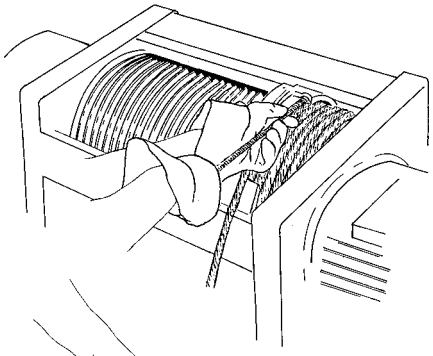
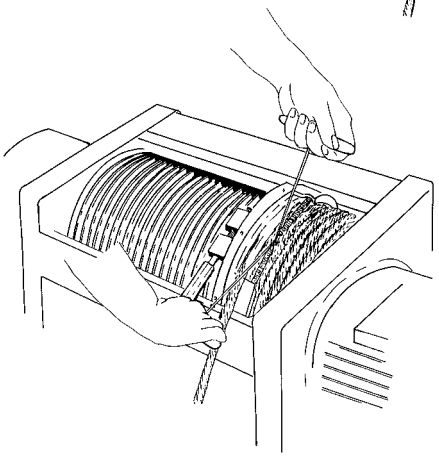
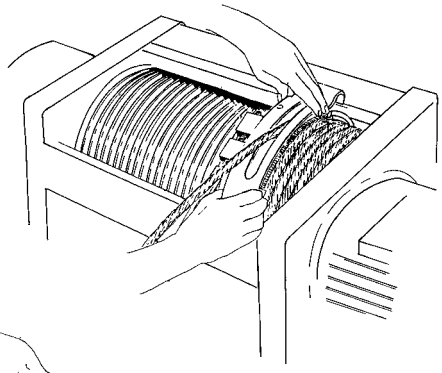
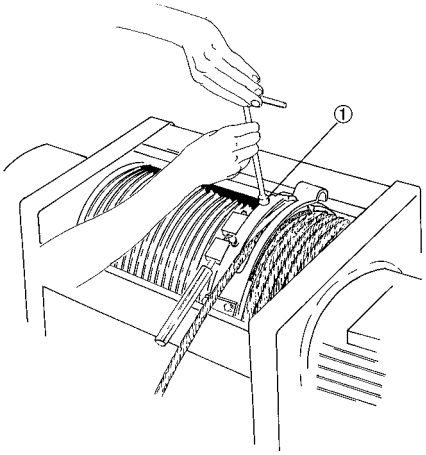

Fig. 8
Fig. 9
Fig. 10
Fig. 11
Montare la molla stringifune nell'apposita cava posta all'interno dell'anello, (Fig. 8) e chiudere la stessa agganciandola (Fig. 9). Applicare il pattino guidafune (Fig. 10) e stringere le viti pos. 1 (Fig. 11).